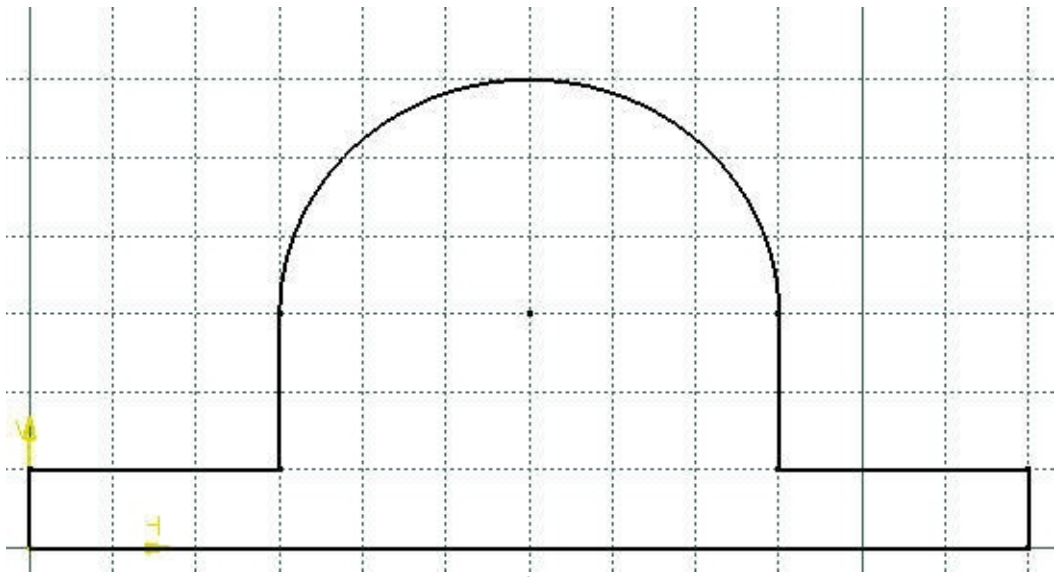

Figure 2-45 *The sketch after drawing the outer loop*
b. Draw the sketch of the model using the **Profile** and **Circle** tools, refer to Figures 2-45 and 2-46.
The sketch after drawing the outer loop is shown in Figure 2-45. In this figure, the constraints are hidden for better visualization.